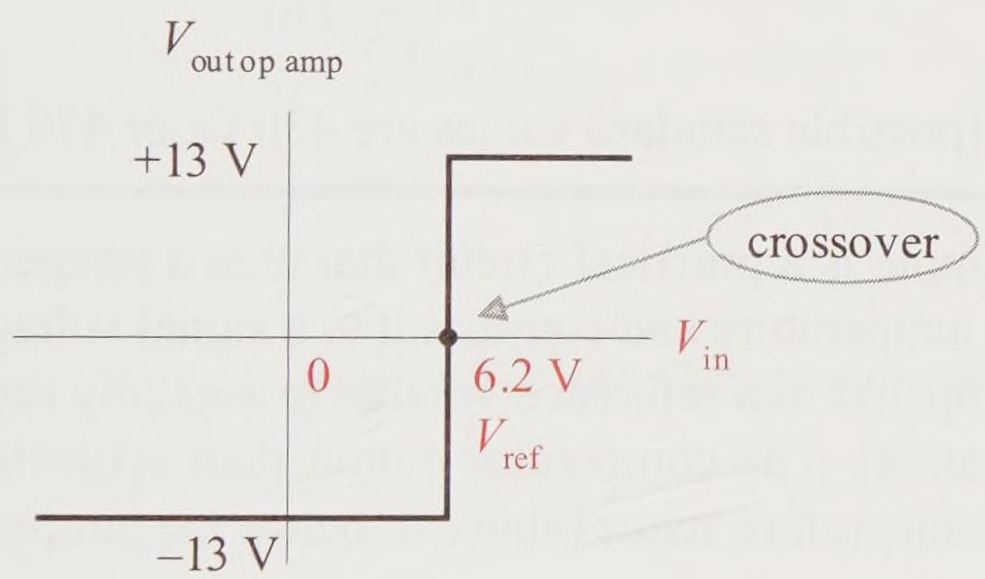

Figure 9-12(b) Transfer curve of example problem
b. Figure 9-12(b) shows the transfer curve for this noninverting comparator with a 6.2 V reference voltage.